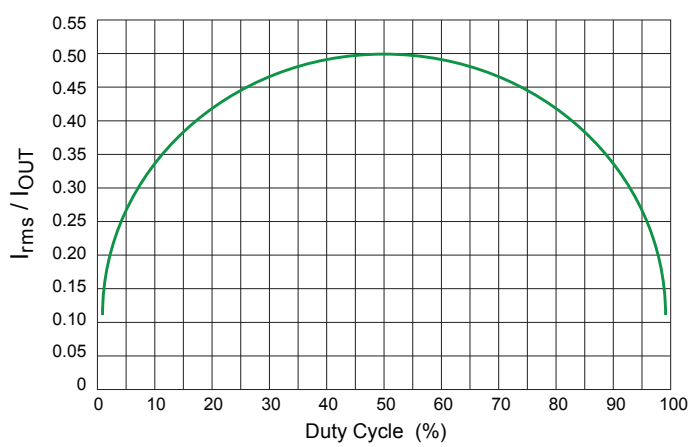

**Figure 18: Input Capacitor Ripple versus Duty Cycle**
Figure 18 shows the normalized input capacitor rms current versus duty cycle. To use this graph, simply find the operational duty cycle (D) on the x-axis and determine the input/output current multiplier on the y-axis. For example, at a 20% duty cycle, the input/output current multiplier is 0.40. Therefore, if the regulator is delivering 2.5 A of steady-state load current, the input capacitor(s) must support 0.40 × 2.5 A, or 1.0 $A_{rms}$.